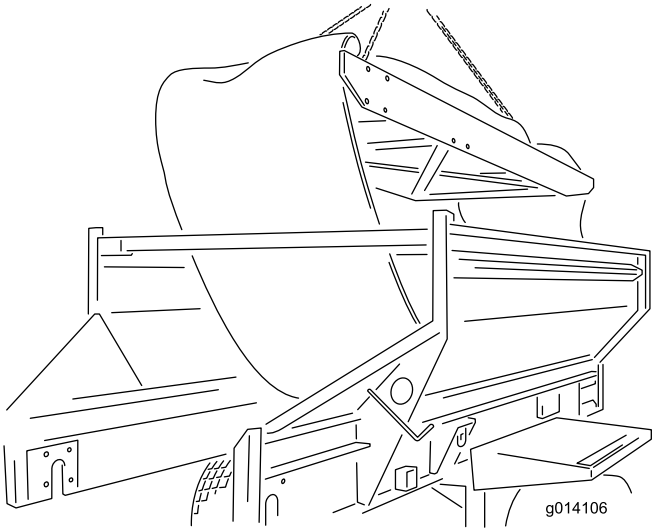

Figur 49
24. Avlägsna patronen genom att lyfta ut den från maskinens ovansida. Placera den på marken (Figur 49)